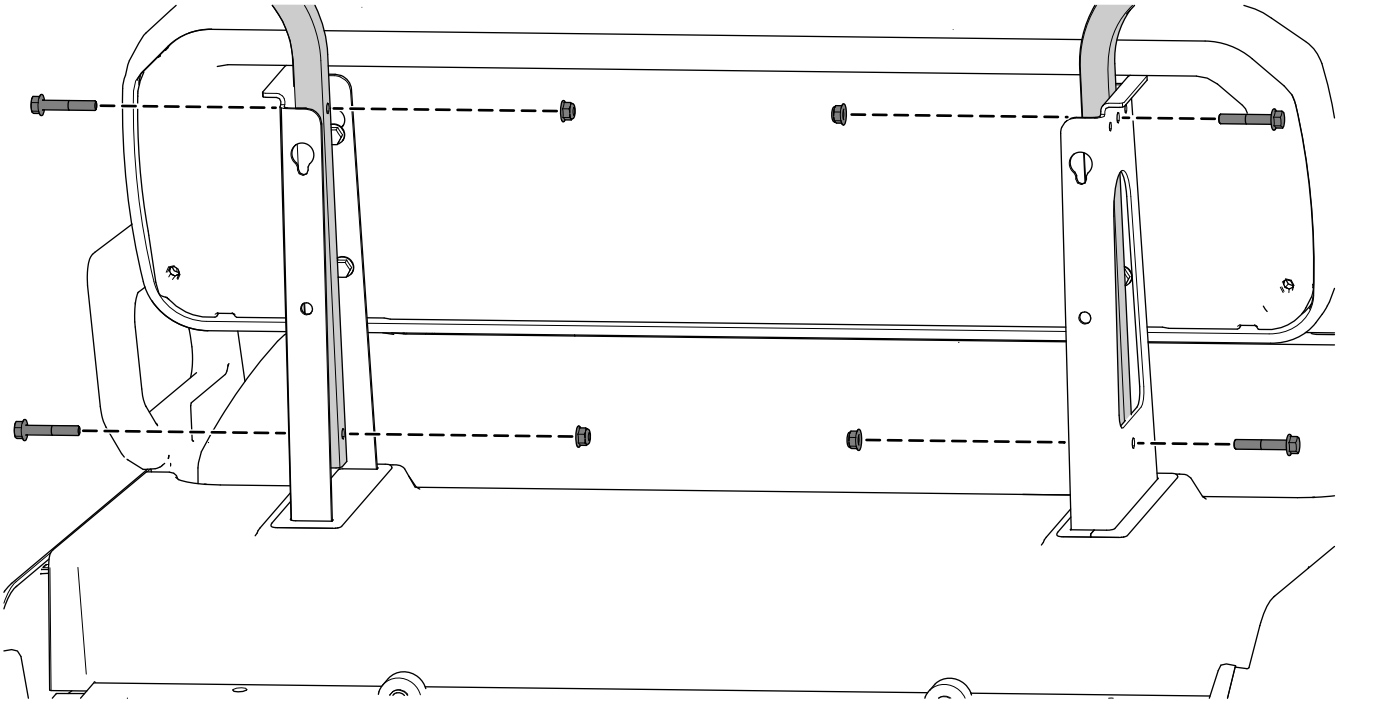

Figura 3
3. Instale sem apertar a parte inferior dos tubos traseiros esquerdo e direito da estrutura utilizando os quatro parafusos de cabeça flangeada (5/16 pol. x 1¾ pol.) e quatro porcas de bloqueio (5/16 pol.) como se mostra na Figura 3.